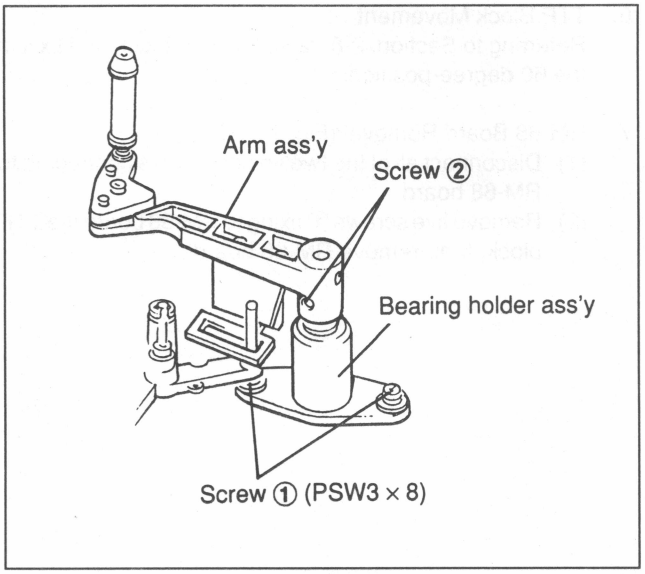

Fig.7-10-19 Bearing Holder Ass'y with a Tension Regulator Arm Ass'y Removal
2. Bearing Holder Ass'y Removal (Fig. 7-10-19)
3. Tension Regulator Arm Ass'y Removal (Fig. 7-10-19)